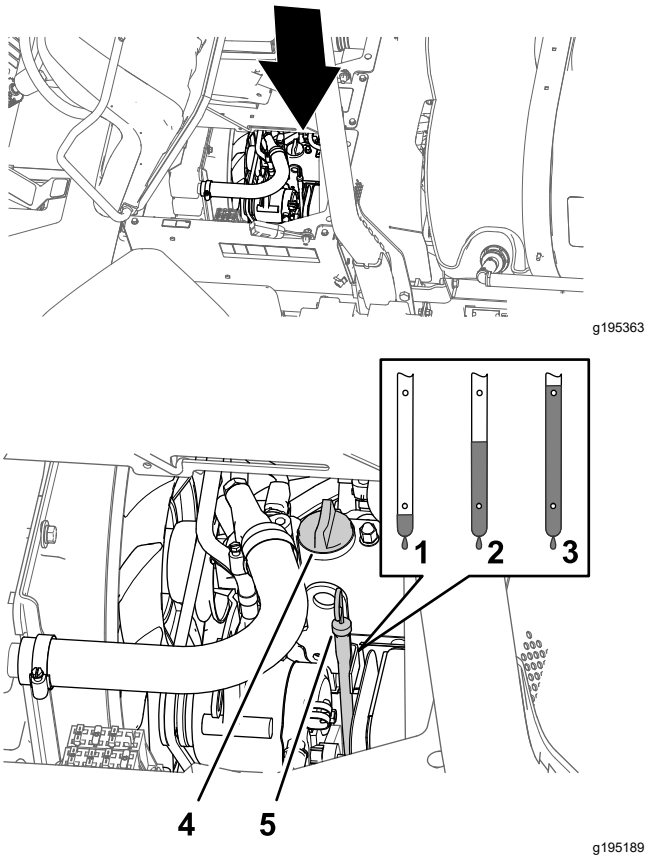

Figure 73
2. Remove the dipstick, located under the passenger seat, and wipe it with a clean rag (Figure 73).
3. If the oil level is low, remove the filler cap from the valve cover (Figure 73) and pour oil into the filler neck until the oil level is up to the Full mark on the dipstick.
4. Install the oil-filler cap (Figure 73).
5. Install the dipstick firmly in place (Figure 73).